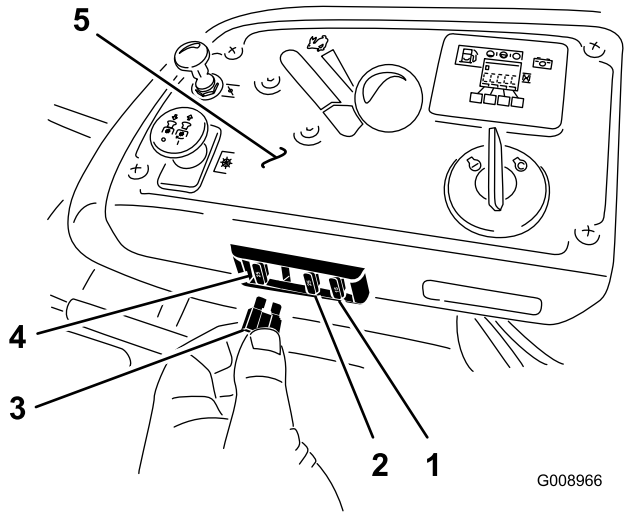

Figur 55
1. Sikringerne er placeret på højre konsol ved siden af sædet (Figur 55).
3. Isæt en ny sikring (Figur 55).